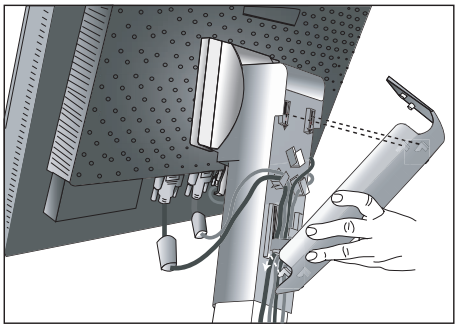
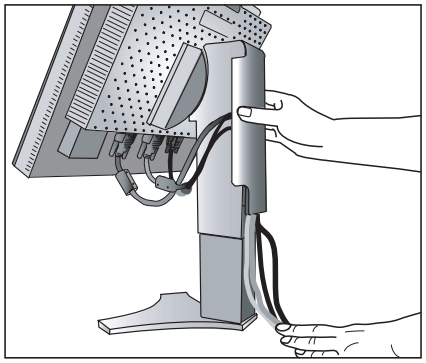

Figure D.1
Figure D.2
7. Maintenez fermement tous les câbles et placez le cache-câble sur le support (**Figure D.1**). Pour retirer le cache-câble, soulevez le couvercle comme indiqué sur la **Figure D.2**.